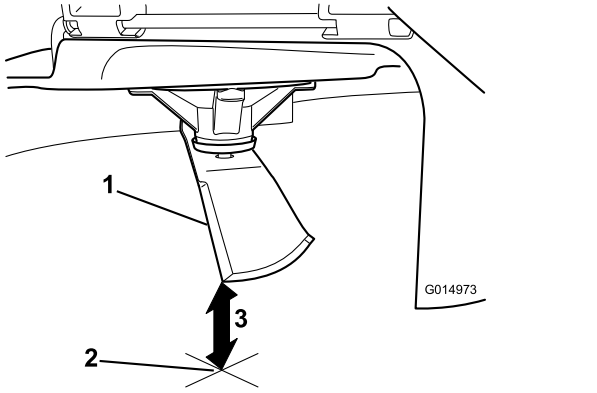

Figur 63
5. Mät från knivspetsen till den plana ytan (Figur 63).